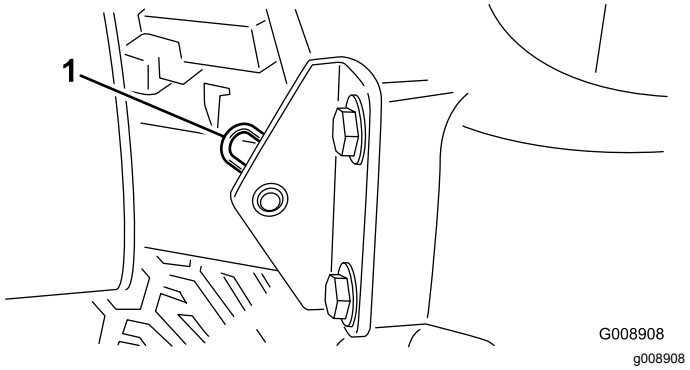

Figure 46
2. Retirez la goupille fendue qui fixe le pivot de capot aux supports (Figure 46).